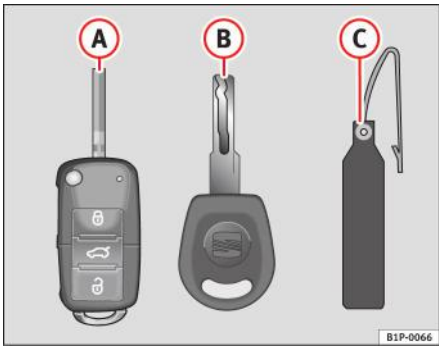

Fig. 60 Setul de chei
- o cheie cu telecomandă ⇒ fig. 60 Ⓐ cu element mecanic pliabil,